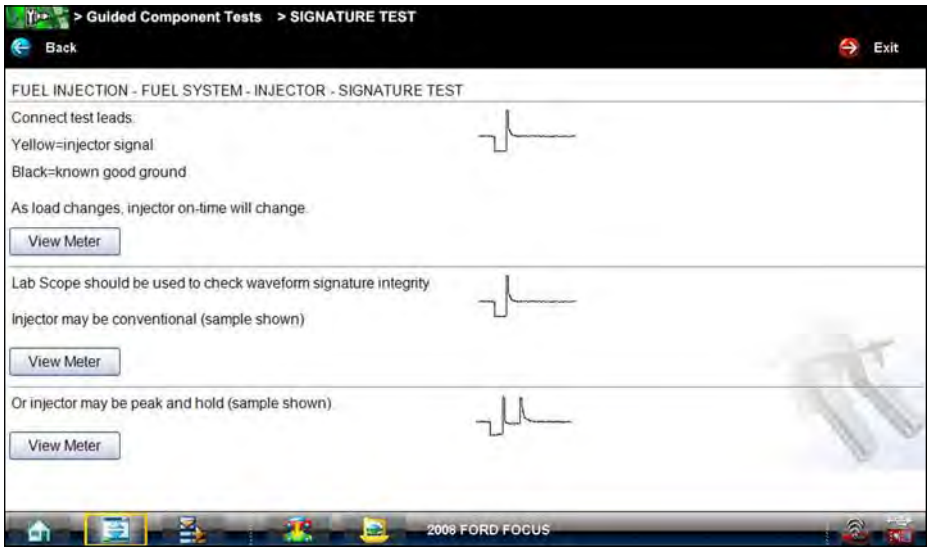

Figure 7-8 *Sample Test screen*
3. Select a test option and the test screen displays (Figure 7-8).